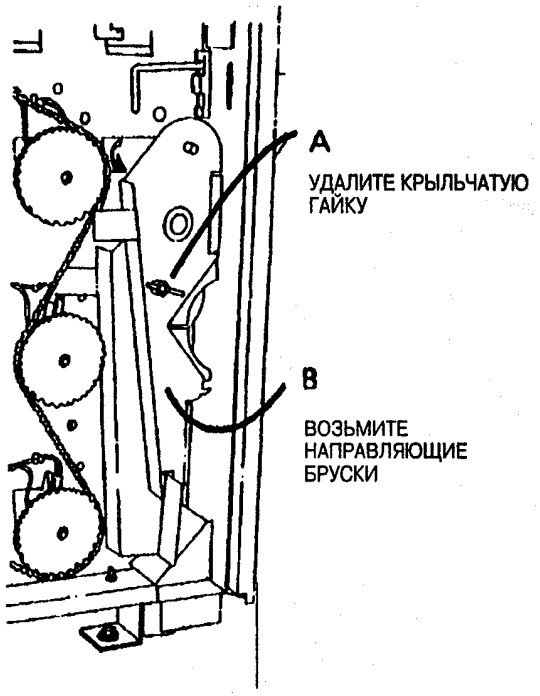

Рис. 5. Возьмите направляющие бруски
9. (Рис. 5): Возьмите направляющие бруски с места хранения.